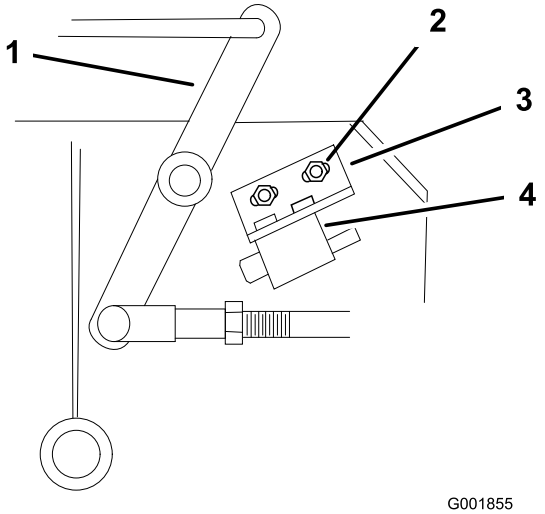

Figura 48
4. Se for necessário, ajuste o interruptor de segurança da lâmina desapertando os parafusos que seguram o suporte do interruptor (Figura 48).
Nota: Certifique-se de que a manivela **não** toca no corpo do interruptor, pois pode danificar o interruptor (Figura 48).